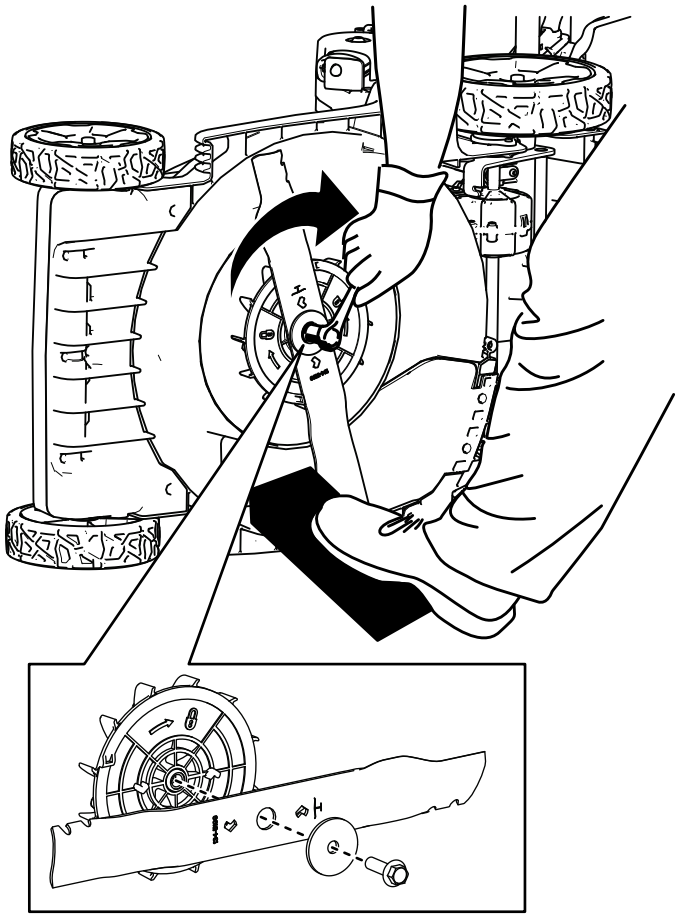

Rysunek 25
4. Załóż nowe ostrze, podkładkę i śrubę ostrza (Rysunek 25).